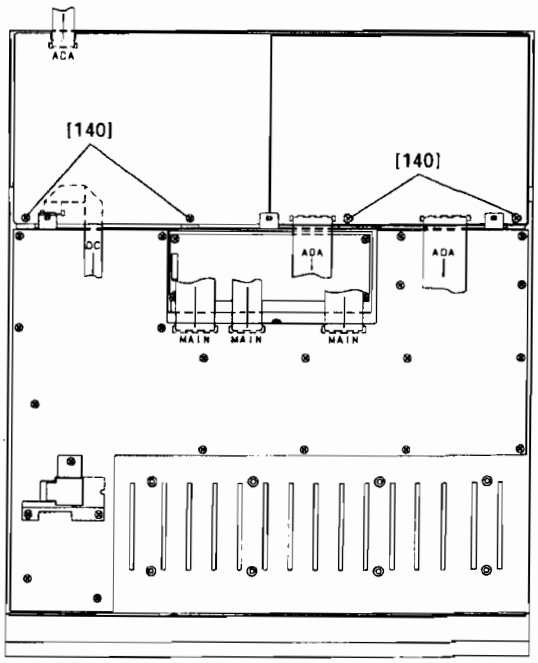

Fig.11 (図11)
6-4 Remove the four (4) screws marked [140]. The HA circuit board can then be removed. (Fig. 11)
6-4 HA シートの[140]K ネジ 4 本を外し、HA シートを外します。(図 11)